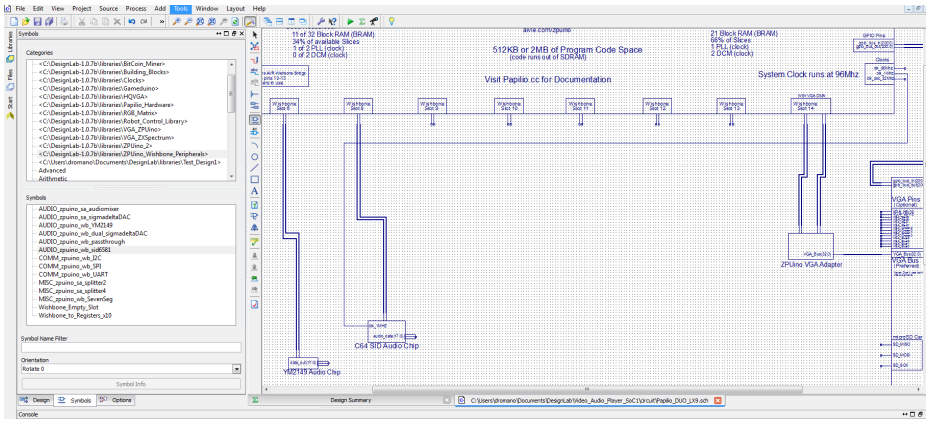

Figure 6-20 *Add audio chips*
3. Connect the Wishbone bus of the YM2149 audio chip to Wishbone slot 6 of the ZPuino soft processor and the C64 SID audio chip to slot 8. Don't forget to connect the ck_1MHz clock of the SID to the ck_1MHz clock of the ZPUino, as seen in Figure 6-20.